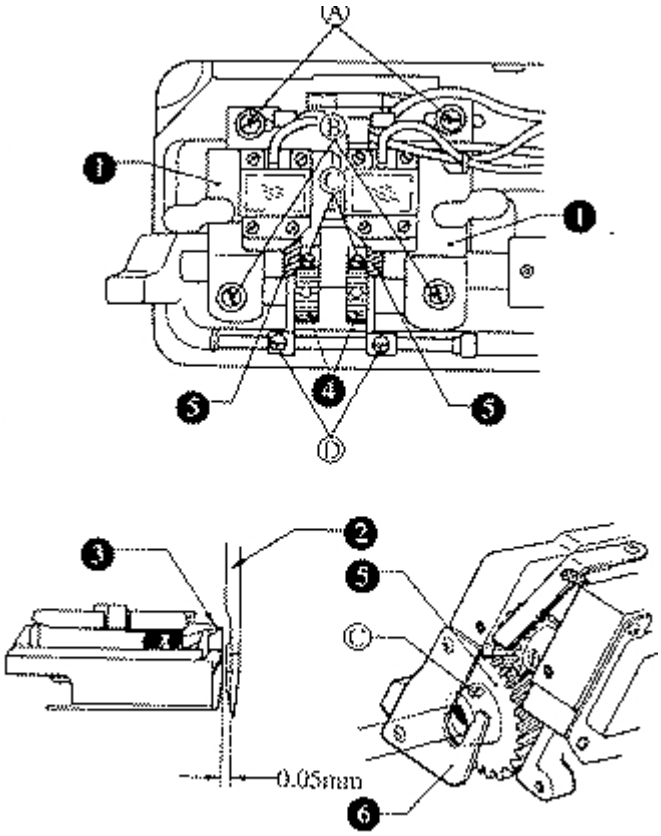

рис.35
21. Регулировка своевременности взаимодействия иглы и челнока (Рис.35, 36, 37)